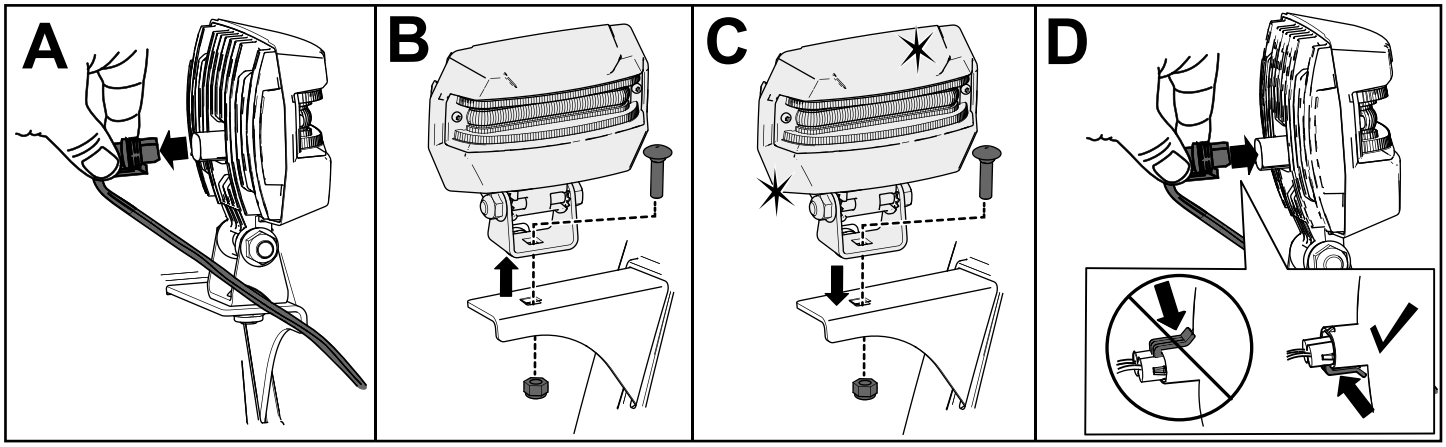

Figure 46
1. Débranchez le câble à l'arrière du phare (encadré A de la Figure 46).
2. Retirez le boulon et l'écrou qui fixent le phare sur son support, puis déposez le phare (encadré B de la Figure 46).
3. Fixez le nouveau phare sur le support au moyen de l'écrou et du boulon retirés précédemment (encadré C de la Figure 46).
4. Branchez le câble du phare directement à l'arrière du phare en l'enfonçant bien en place (encadré D de la Figure 46).